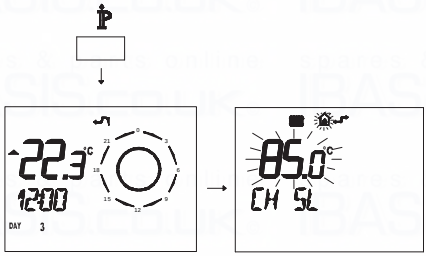

Fig. 7.40
- Press button i for more than 3 seconds to enter in INFO mode (Fig. 7.40).